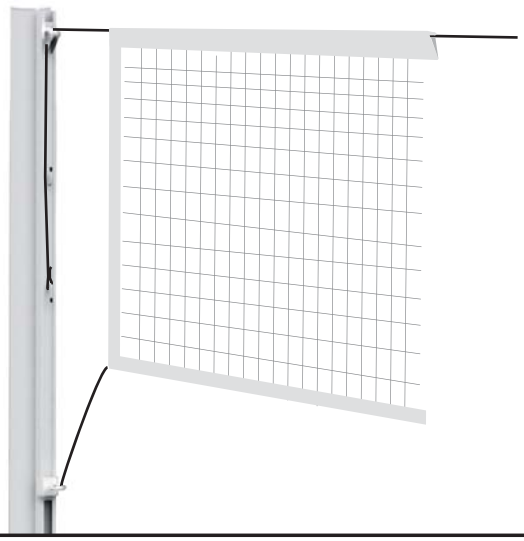
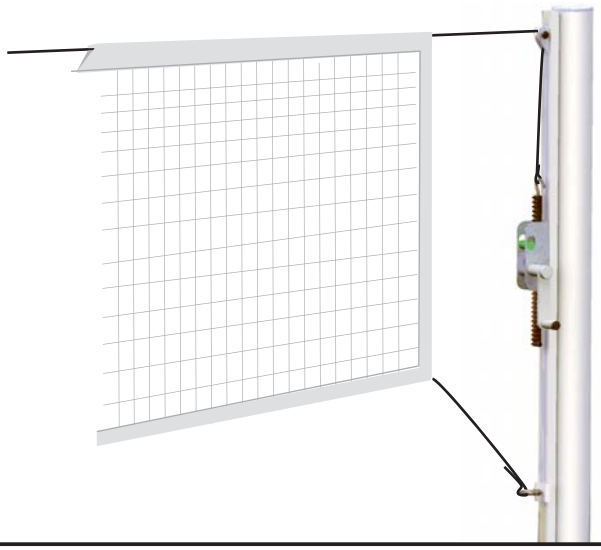

fig 2
fig 3
- Positionner le filet sur les poteaux en passant le câble dans la roulette en partie haute puis mise en tension de l'ensemble (cf fig 2 et fig 3).